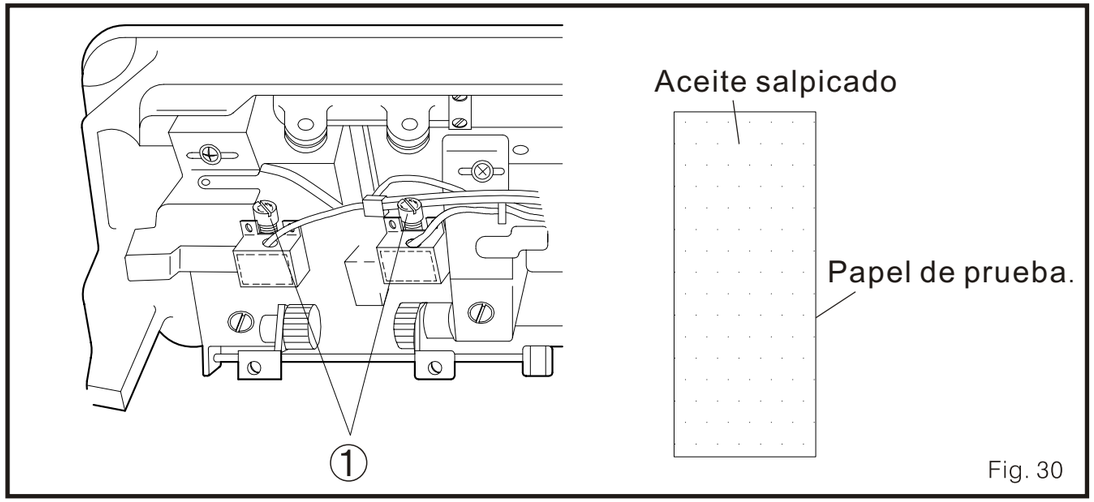

Fig. 30
2. Cantidad de la lanzadera (Fig. 30)
(1) Cuando la cantidad de aceite este debajo de la línea inferior en del medidor de aceite. Por favor auméntela inmediatamente.
(2) Cuando este cambiando l lanzadera. Por favor gire el tornillo lubricador del lanzadera 1 para ajustar la cantidad de aceite. Tome 10 segundos como el estándar para revisar la cantidad de aceite de la lanzadera. EL rango debe estar como se muestra en la Fig. 30.